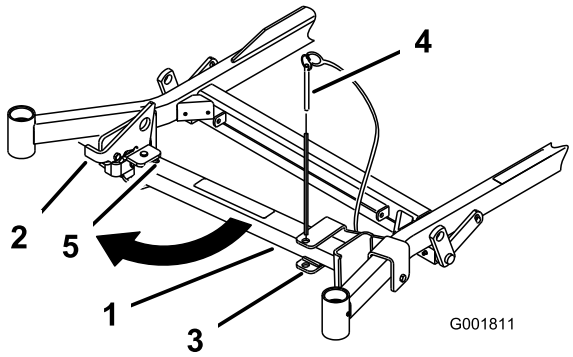
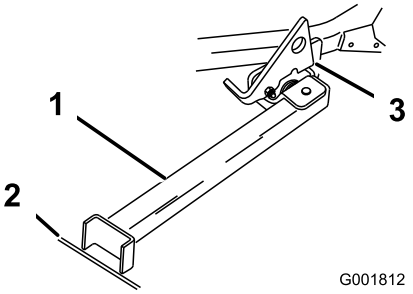

Figur 24
Figur 25
2. Fjern beslagpinden (Figur 24).
3. Hæv klinken. Sving standens fod ud fortil, og skub standen mod maskinen, ind nederst i rillen (Figur 24 og Figur 25).
4. Placer standen fod på jorden, og lad klinken hvile på drejetappen (Figur 25).
Bemærk: Det bedste resultat opnås, hvis standens fod placeres i en revne i fortovet eller i plænen (Figur 25).
6. Kør op på standen. Stands, når klinken falder over tappen i låst position (Figur 25). Aktiver parkeringsbremsen, og sluk motoren, når maskinen er oppe på standen.
5. Sæt den tilbage til hvileposition (Figur 24).